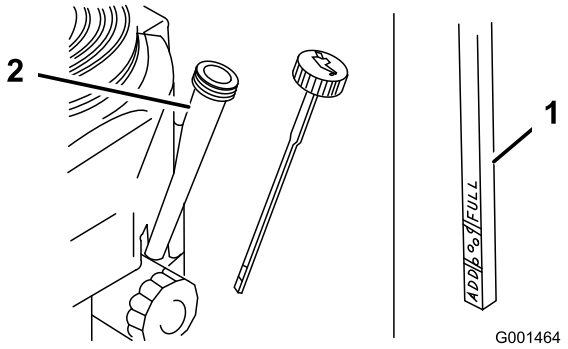

Figur 16
3. Gör rent runt oljestickan (Figur 16).
4. Ta bort oljestickan och torka av änden (Figur 16).
5. För ner oljestickan i oljeröret utan att skruva fast den (Figur 16).
6. Dra ut oljestickan och titta på änden. Oljenivån ska ligga mellan fullmarkeringen och påfyllningsmärket (Figur 16).